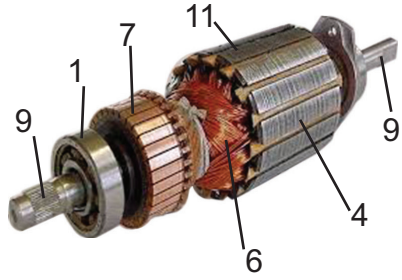

Рис. 5. *Ротор*
Неподвижная часть электродвигателя – статор. Он создает постоянное магнитное поле. Конструктивно статор может быть выполнен в виде постоянного магнита или электромагнита с обмоткой (3) и сердечником (5). Вращающаяся часть электродвигателя – ротор *(рис. 5)* – состоит из якоря (4) и коллектора (7). Якорь, в свою очередь, состоит из сердечника (5) и обмотки (6).